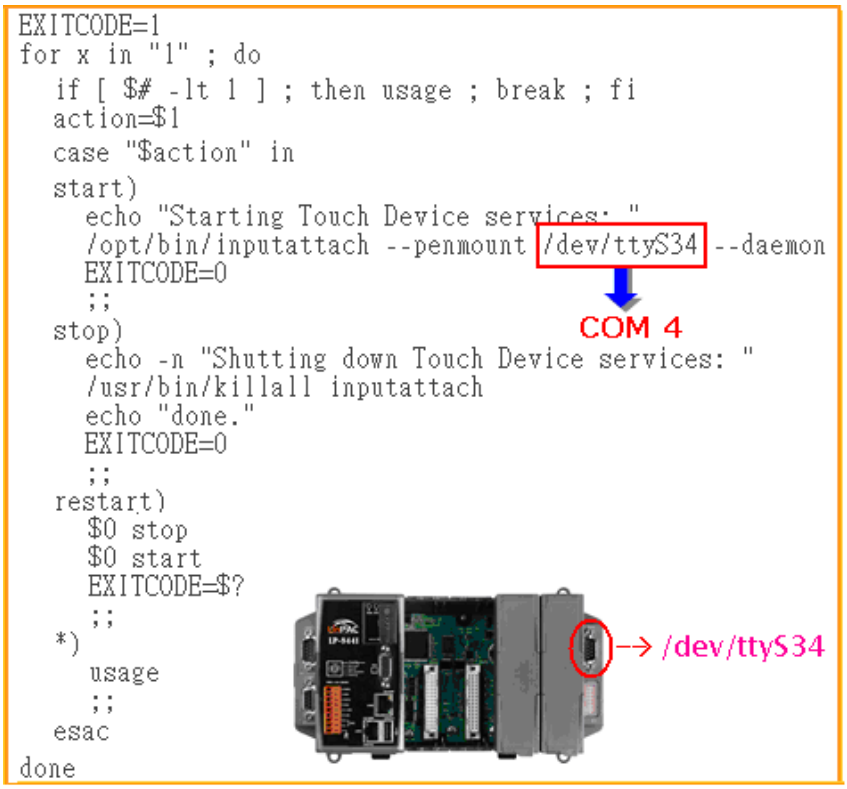

Fig. 10-16
Step 2: Edit the **/etc/init.d/tsdev_serial** script to modify the device mode. By default, serial interface is COM4 port, and device mode is ttyS34, as illustrated in Fig. 10-16.